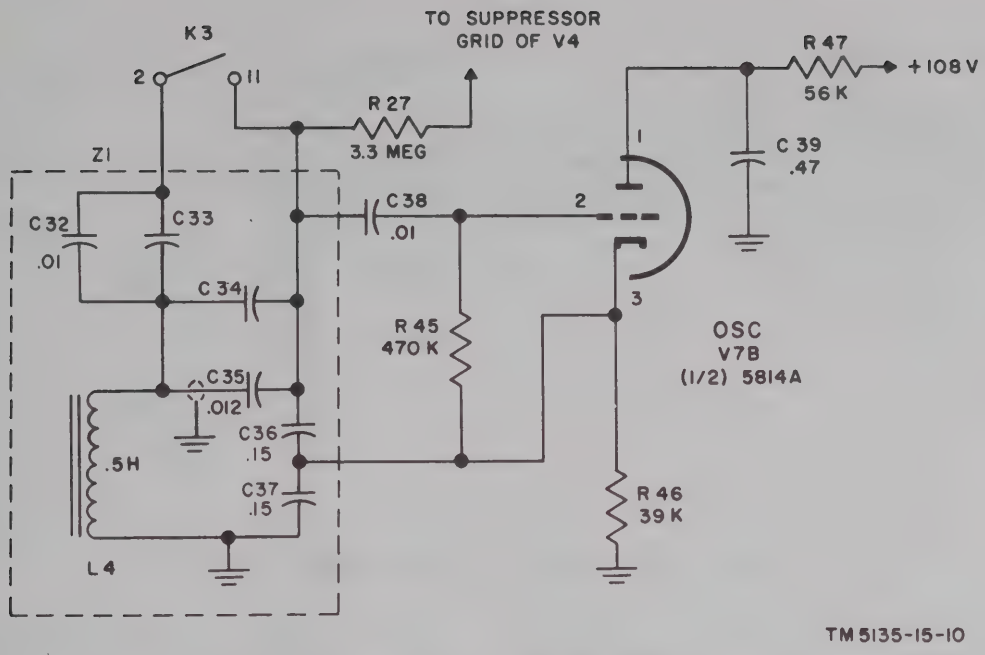
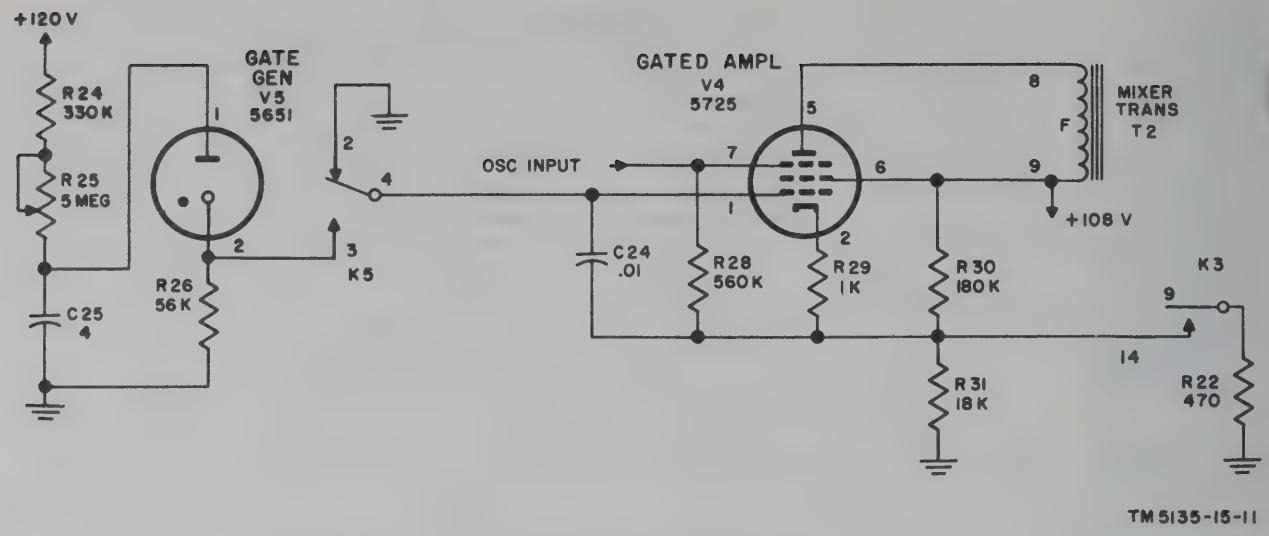

Figure 12. Warning tone and ring radio oscillator circuit.
Figure 13. Gate generator and gated amplifier circuits.
(fig. 12)
b. The frequency of the oscillator is factory-adjusted by hand-selecting the values of C33 and C34. These capacitors should not be tampered with. If for some reason the frequency must be adjusted, all components shown on figure 12 as located in Z1 should be replaced.
27. Gate Generator and Gated Amplifier (figs. 13 and 16)
amplifier is also placed in operation. When K3 is energized, resistor R22 (fig. 13) is placed across R31 in the gated amplifier circuit. This reduces the cathode bias to a point where V4 conducts. At the same time, capacitors C32 and C33 connected in the oscillator circuit (fig. 12) produce the 1,600-cps ring radio signal. Relay K5 is not operated and the V4 control grid, pin 1, is grounded during ring radio operation. The 1,600-cps ring radio signal supplied to the suppressor grid, pin 7, of V4 is amplified and applied to mixer transformer T2 in the same manner as the warning tone.